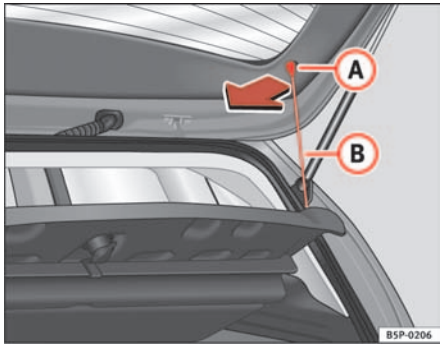

Fig. 121 Luggage compartment cover
– Disengage the loops ⇒ fig. 121 (B) from the retaining pins (A).